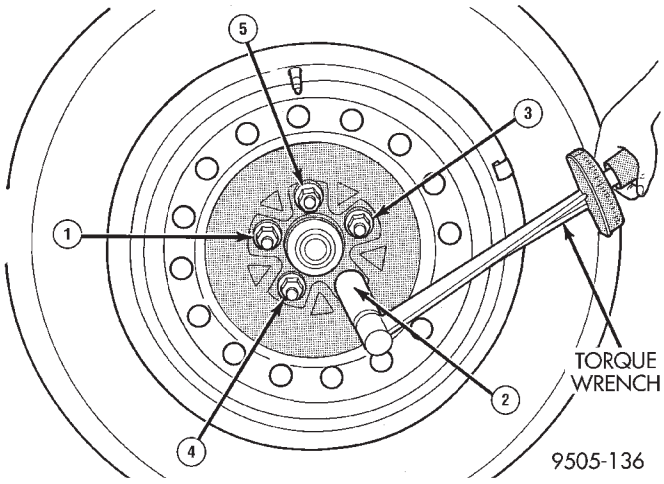

Fig. 26 Wheel Lug Torquing Sequence
(16) Install front wheel and tire assembly. Install front wheel lug nuts and tighten in the correct sequence (Fig. 26). Tighten lug nuts to 135 N·m (100 ft. lbs.).
(17) Lower vehicle.
(18) Check for correct fluid level in transaxle assembly. Refer to Group 21, Transaxle for the correct fluid level checking procedure for the type of transaxle being checked.
(19) Set front toe on vehicle to required specification.